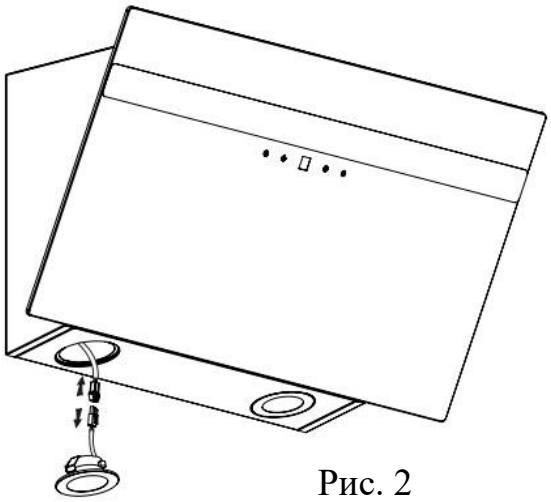

Рис. 2
- Используя инструмент или руку, нажимайте на пружинные фиксаторы с обеих сторон светодиодной лампы до тех пор, пока лампа не будет выдавлена (рис. 1), затем медленно вытяните кабель и отсоедините клеммы (рис. 2).